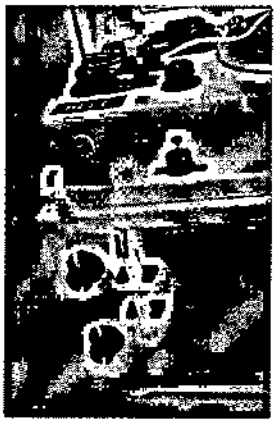

Figura 9.3
- Verifique la posición del tubo en la válvula del donante. Asegure que el tubo esté colocado por completo a través del recorrido controlado de la válvula (Figura 9.3)
Enroscar el tubo a través de los detectores de aire de la vía del donante (DAVD). (Mostrado en Figura 9.3)